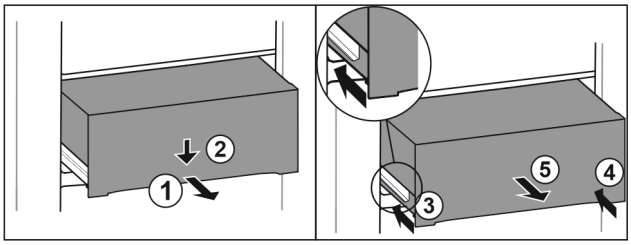

Fig. 188
▶ Tirer le tiroir jusqu'à mi-chemin. *Fig. 188 (1)*
▶ Appuyer sur l'avant du tiroir vers le bas. *Fig. 188 (2)*
▶ Insérer le rail gauche d'env. 2 cm. *Fig. 188 (3)*
▶ Insérer le rail droit d'env. 2 cm. *Fig. 188 (4)*
▶ Retirer le tiroir par l'avant. *Fig. 188 (5)*